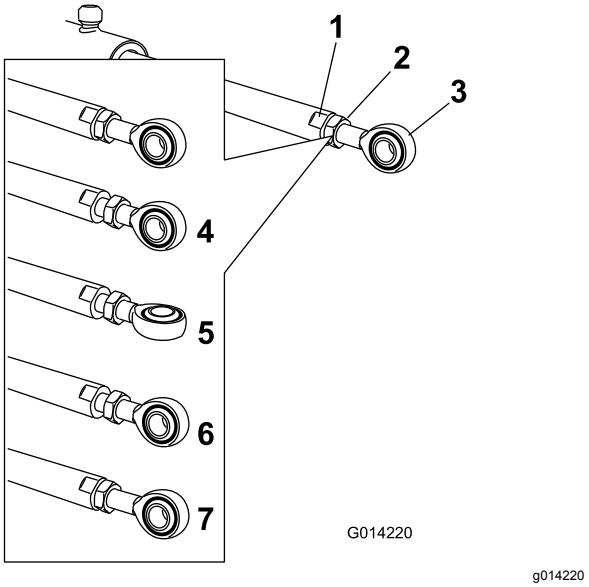

Figur 35
5. Brug en skruenøgle på de flade sider af aktuatorstangen at gøre den ubevægelig, og løsn derefter kontramøtrikken, så øjestangen kan manipuleres (Figur 35).
6. Drej øjestangen i aktuatorstangen, så den forlængede aktuator forkortes eller forlænges til den ønskede position (Figur 35).